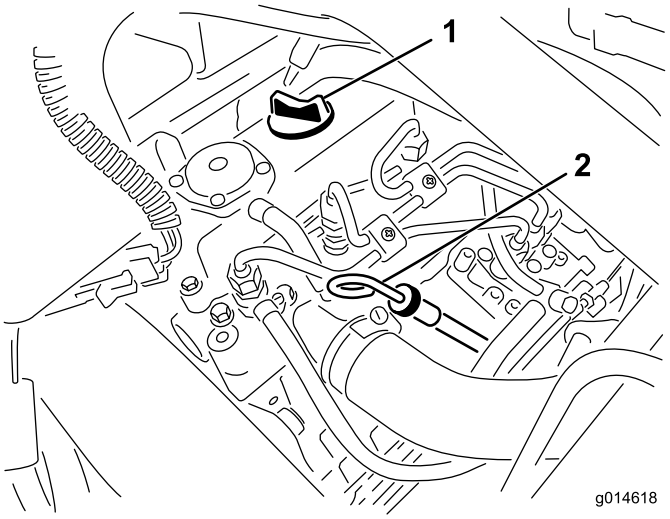

**Figur 28**
2. Ta ut peilestaven og tørk den med en ren fille (Figur 28). Sett peilestaven inn i røret, og pass på at den når helt ned. Fjern peilestaven fra røret, og sjekk oljenivået. Hvis oljenivået er lavt, fjern oljelokket fra ventildekslet og fyll **sakte** på nok til å heve nivået til merket ”full” på peilestaven. Hell i olje sakte, og kontroller nivået ofte underveis. **Ikke fyll på for mye.**